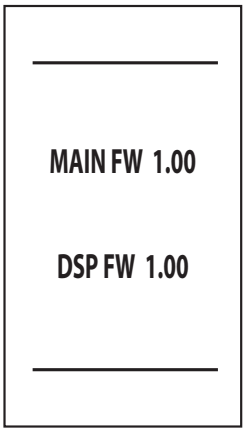

fig. 7- Encendido / Versión del software
- En los cinco primeros segundos, en la pantalla se visualiza la versión del software de la tarjeta y de la pantalla (fig. 7).